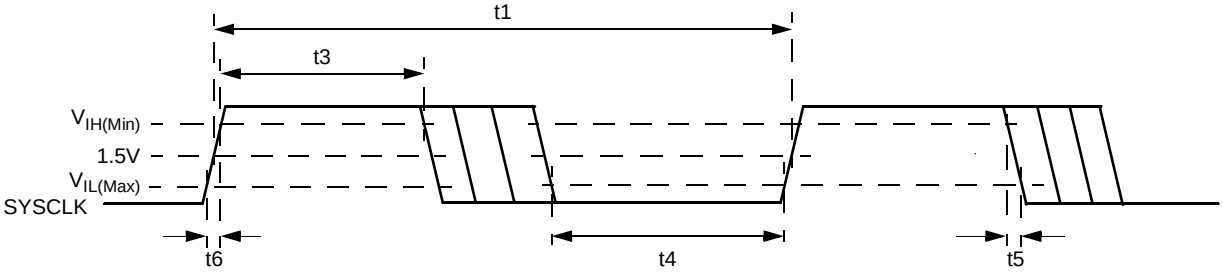

**Figure 6-5. SYSCLK Timing and Measurement Points**
**Table 6-14. Clock Signals (Refer to Figures 6-5 and 6-6)**
**Table 6-14. Clock Signals (Refer to Figures 6-5 and 6-6) (Continued)**